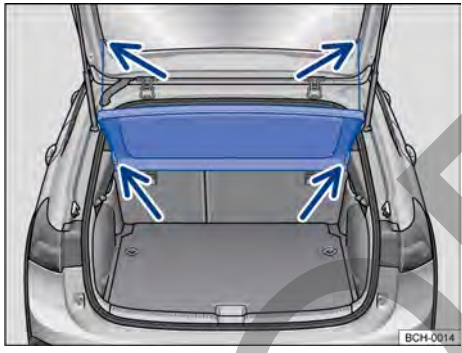

Fig. 155 En el maletero: desmontar y montar la bandeja trasera.
– Desprender los cordones de retención del soporte del portón trasero → fig. 155 (flechas superiores).
– Retirar la bandeja trasera hacia atrás y hacia afuera de los soportes laterales → fig. 155 (flechas inferiores).
– Empujar la bandeja trasera hacia adelante, introduciéndola en los soportes laterales → fig. 155 (flechas inferiores).
– Encajar los cordones de retención en la portón trasero → fig. 155 (flechas superiores).